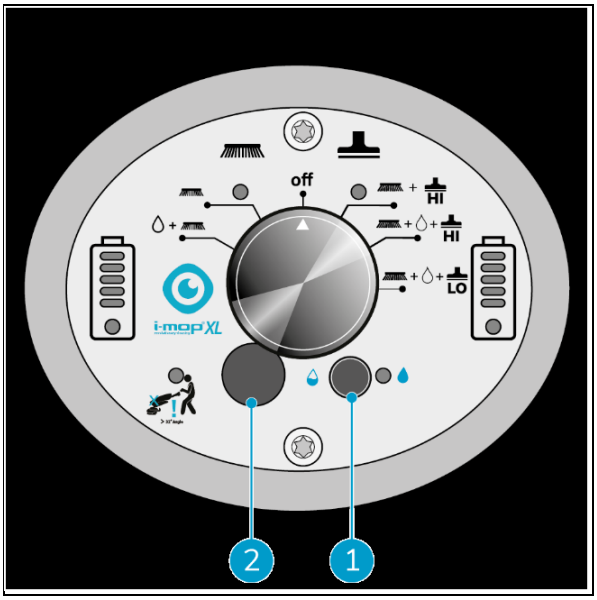

Figur 21
2. Slå på ECO-modus ved å trykke på ECO-knappen etter at du har valgt rengjøringsmodus. (Figur 21, pos. 1).
4. For å justere vannmengden når ECO-modus er aktivert, kan du fjerne gummilokket (figur 21, pos. 2) og bruke en liten flat skrutrekker til å endre strømningshastigheten på skiven under lokket. Se tabellen over strømningshastighet på neste side.